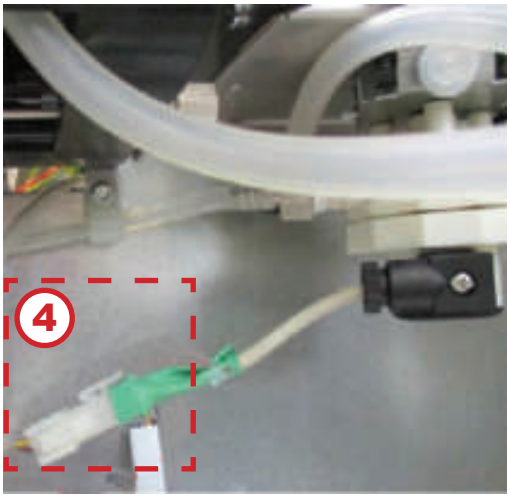

Рисунок 11.7
5. Отключите разъём **(4)** (см.рис.11.7).